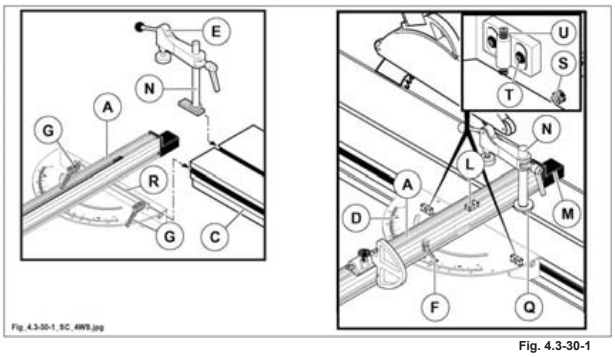

Fig. 4.3-30-1
1) Inserire la colonnetta (N fig. 4.3-30-1) con il pressore (E fig. 4.3-30-1) nella scanalatura del carro vagone (C fig. 4.3-30-1).
2) Montare il gruppo riga (A fig. 4.3-30-1) inserendo il lardone (R fig. 4.3-30-1) nella scanalatura del vagone (C fig. 4.3-30-1).
3) Serrare le leve (G fig. 4.3-30-1).
4) Allentare la maniglia (F fig. 4.3-30-1).
5) Posizionare il gruppo riga alla giusta distanza dalla lama sega; nella posizione a 90° mandare il gruppo riga in battuta contro il lardone (L fig. 4.3-30-1); il lardone (L fig. 4.3-30-1) è registrato dai nostri tecnici, e serve per posizionare velocemente il gruppo riga alla giusta distanza dalla lama sega.
6) Per l'esecuzione di tagli angolati ruotare il gruppo riga (A fig. 4.3-30-1) facendo riferimento alla scala (D fig. 4.3-30-1).
7) Bloccare serrando la maniglia (F fig. 4.3-30-1).
8) Posizionare il pressore contro il gruppo riga accertandosi che la rosetta (Q fig. 4.3-30-1) si inserisca nella scanalatura.
9) Ruotare la colonnetta (N fig. 4.3-30-1) in senso orario per bloccarla.
- allentare le leve (G fig. 4.3-30-1);
- agire sui grani (S fig. 4.3-30-1) per regolare il parallelismo al vagone;
- allentare le viti (T fig. 4.3-30-1) e agire sui grani (U fig. 4.3-30-1) per regolare la posizione in altezza.
Quando il paraschegge (M fig. 4.3-30-1) si usura, avvicinarlo alla lama sega agendo sulle viti di bloccaggio.